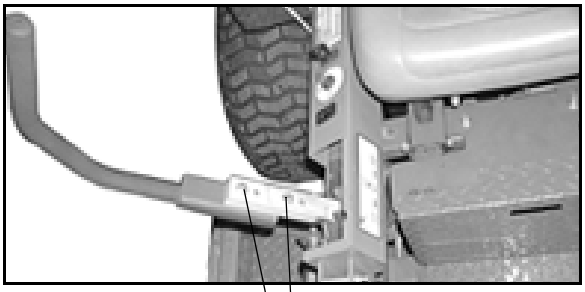

Figure. 10 *Lap Bar Mounting Bolt and Nuts*
5. If uneven tracking persists, adjust as follows. (see Fig. 10)